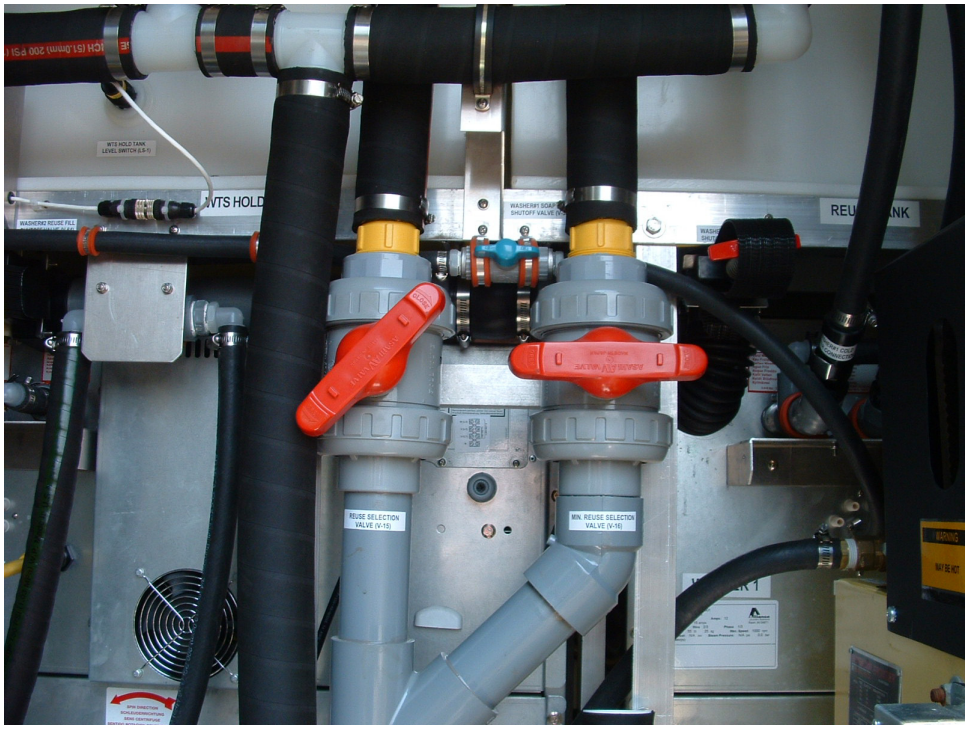

Figure 4. Valve Setting for Full Water Reuse or No Water Reuse.
3. For no water reuse, set the valves as shown in Figure 4.